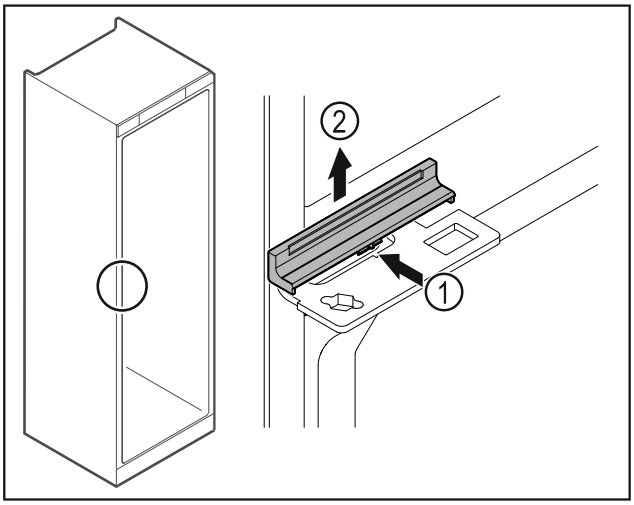

Fig. 38
▶ Apăsați apărătoarea *Fig. 38 (1)* ușor în centru și detașați-o în sus *Fig. 38 (2)*.